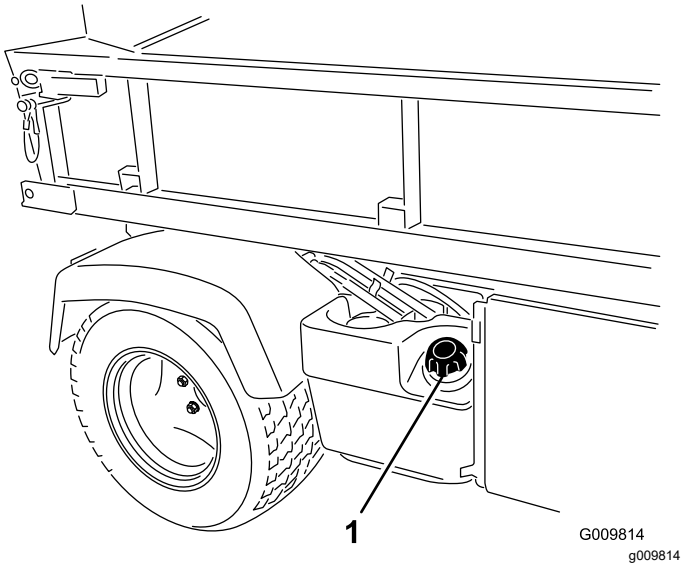

Bild 14
2. Entfernen Sie den Tankdeckel (Bild 14).